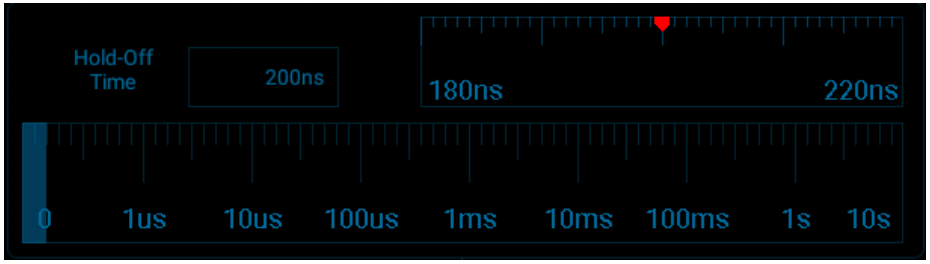

Figure 6-10 Trigger Hold-Off Time Set Interface
1) Tap “Trigger” on the main menu to open the trigger menu. Under “Common”, tap the box after “Rejection Time” to open the hold-off time adjustment interface. The trigger time is displayed on the upper left, the fine adjustment time scale is displayed on the upper right, andthe coarse time scale is displayed below, as shown in Figure 6-10.